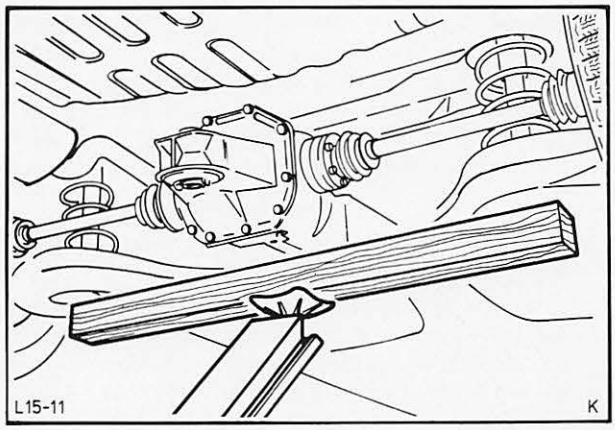

Abb. 28 Schräglenker mit Wagenheber und Vierkantholz anheben
8. Wagenheber ablassen. Heber zusammen mit einem geeigneten Vierkantholz unter beide Schräglenker setzen und Schraubenfedern belasten. Abb. 28.